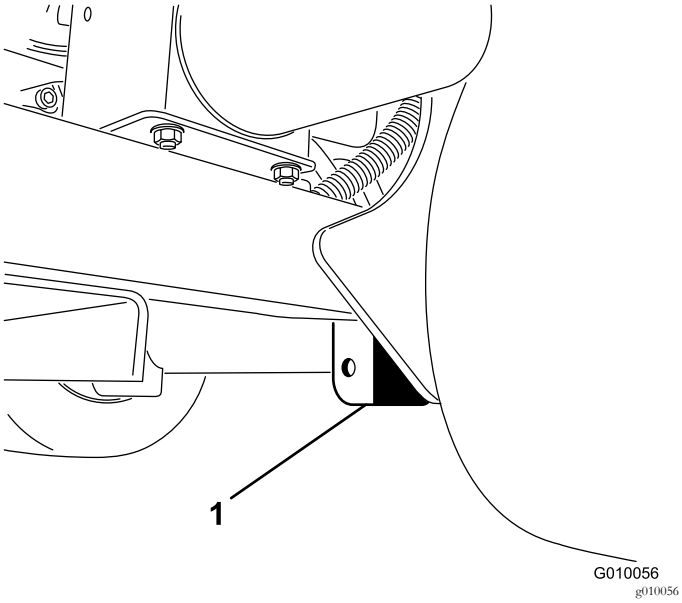

Figuur 41
3. Plaats de krik stevig onder het frameplaat net aan de binnenkant van het achterwiel (Figuur 41).